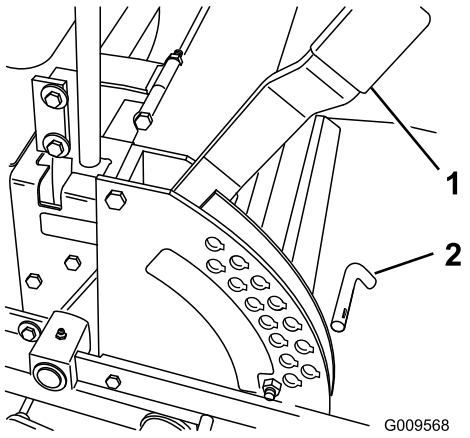

Figur 19
1. Hæv klippehøjdehåndtaget til transportposition (også 127 mm klippehøjdeposition) (Figur 19).
2. Du kan justere klippehøjden ved at fjerne pinden fra klippehøjdebeslaget (Figur 19).
3. Vælg et hul i klippehøjdebeslaget, som svarer til den ønskede klippehøjde, og sæt pinden i (Figur 19).